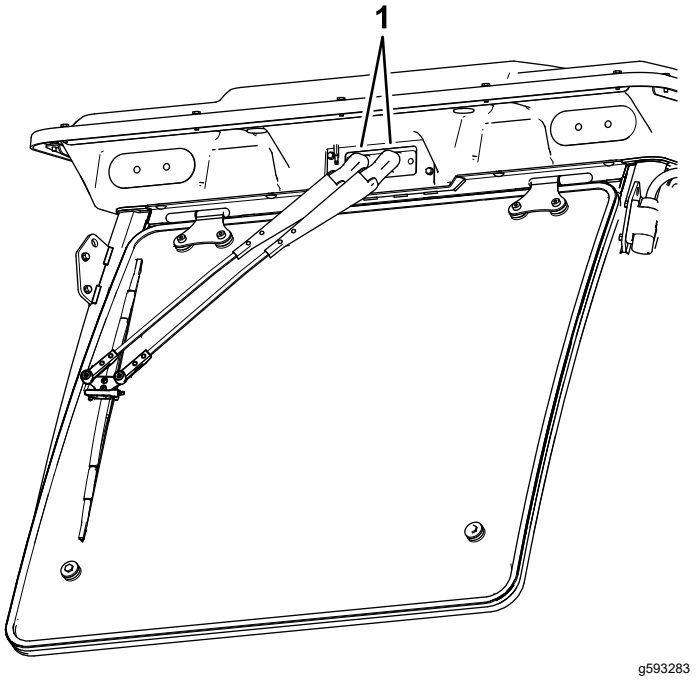

Figuur 147
1. Open de doppen bovenaan de ruitenwissers (Figuur 147).